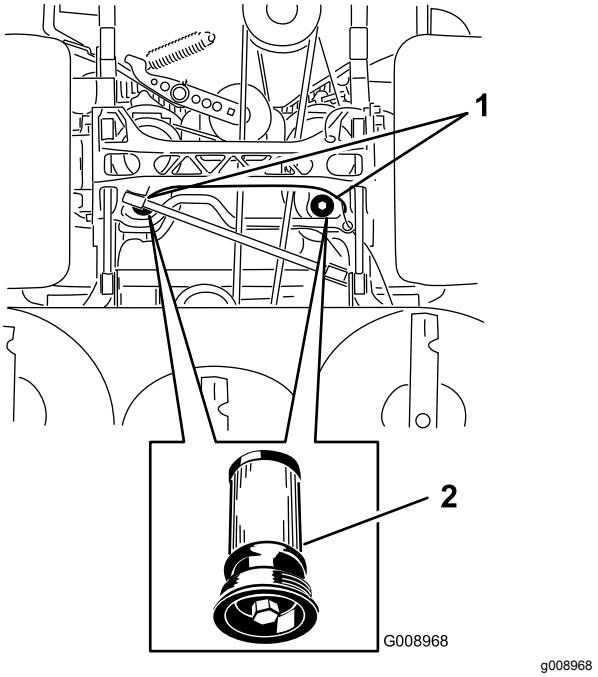

Figuur 91
5. Plaats een opvangbak onder het filter, verwijder het oude filter en veeg het oppervlak schoon (Figuur 91).
6. Breng een dun laagje hydraulische vloeistof aan op de rubberen pakking van het vervangende filter (Figuur 91).